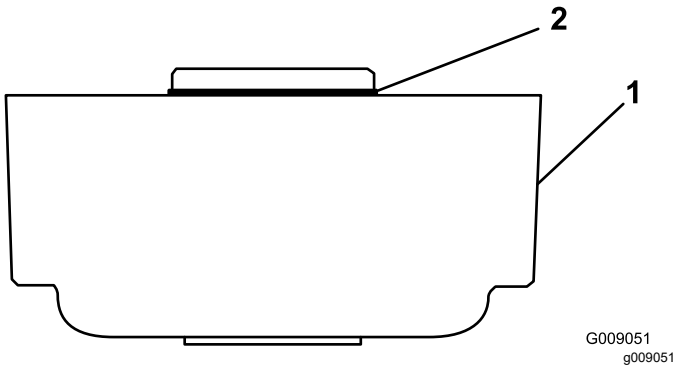

Figuur 4
1. Zog ervoor dat de O-ring gemonteerd is op de rolborstelbehuizing (Figuur 4).